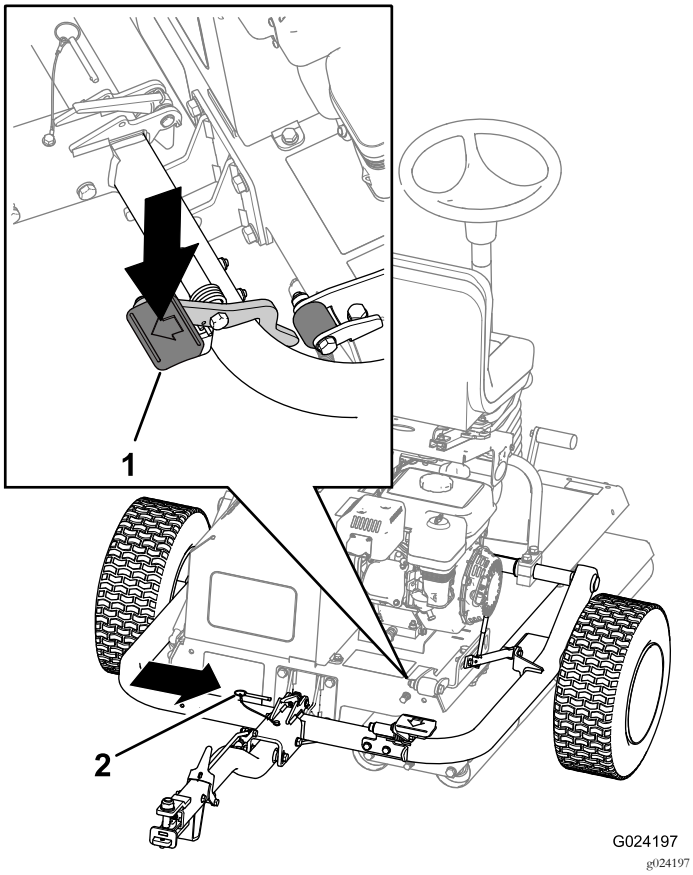

Figuur 8
6. Trap het pedaal van de trekhaak in totdat de trekhaak op zijn plaats klikt (Figuur 8).
7. Breng de borgpen aan (Figuur 8).